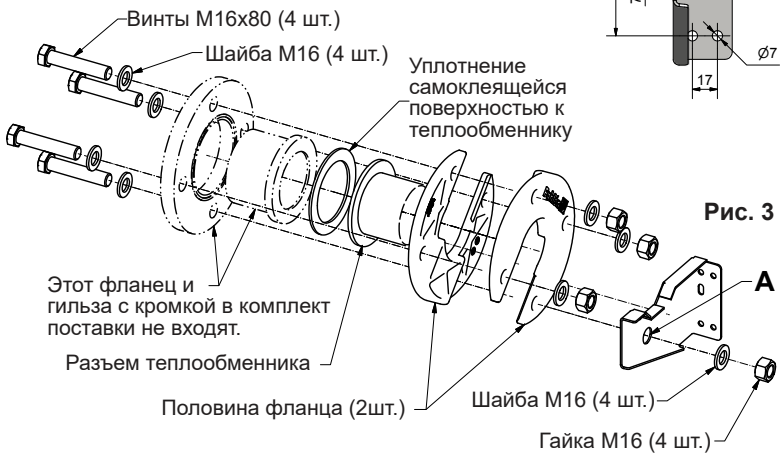

Рис. 3
5. Установите разъемный фланец на монтажное кольцо трубы теплообменника (см. рис. 3).